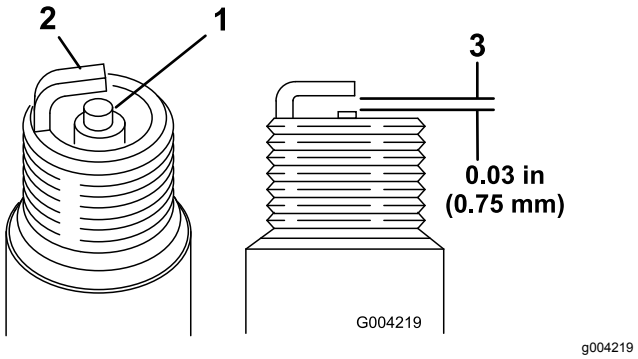

**Figur 16**
1. Se på midten av begge tennpluggene (Figur 16). Hvis du ser en lysebrun eller grå farge på isolatoren, fungerer motoren som den skal. Et svart belegg på isolatoren betyr som regel at luftrenseren er skitten.
2. Sjekk avstanden mellom elektroden i midten og elektroden på siden (Figur 16).
3. Bøy elektroden på siden (Figur 16) hvis avstanden er feil.